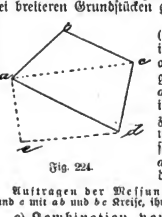

Fig. 224.
b) **Dreiecksmethode** (Dreiecksschnitt). Die im kleineren Maßstabe als die vorige Figur gezeichnete Fig. 224, *a b c d*, mißt man auf, indem man dieselbe in zwei Dreiecke zerlegt und alle Seiten derselben mißt. Die Figur *a b c d e* würde man in drei Dreiecke zerlegen.